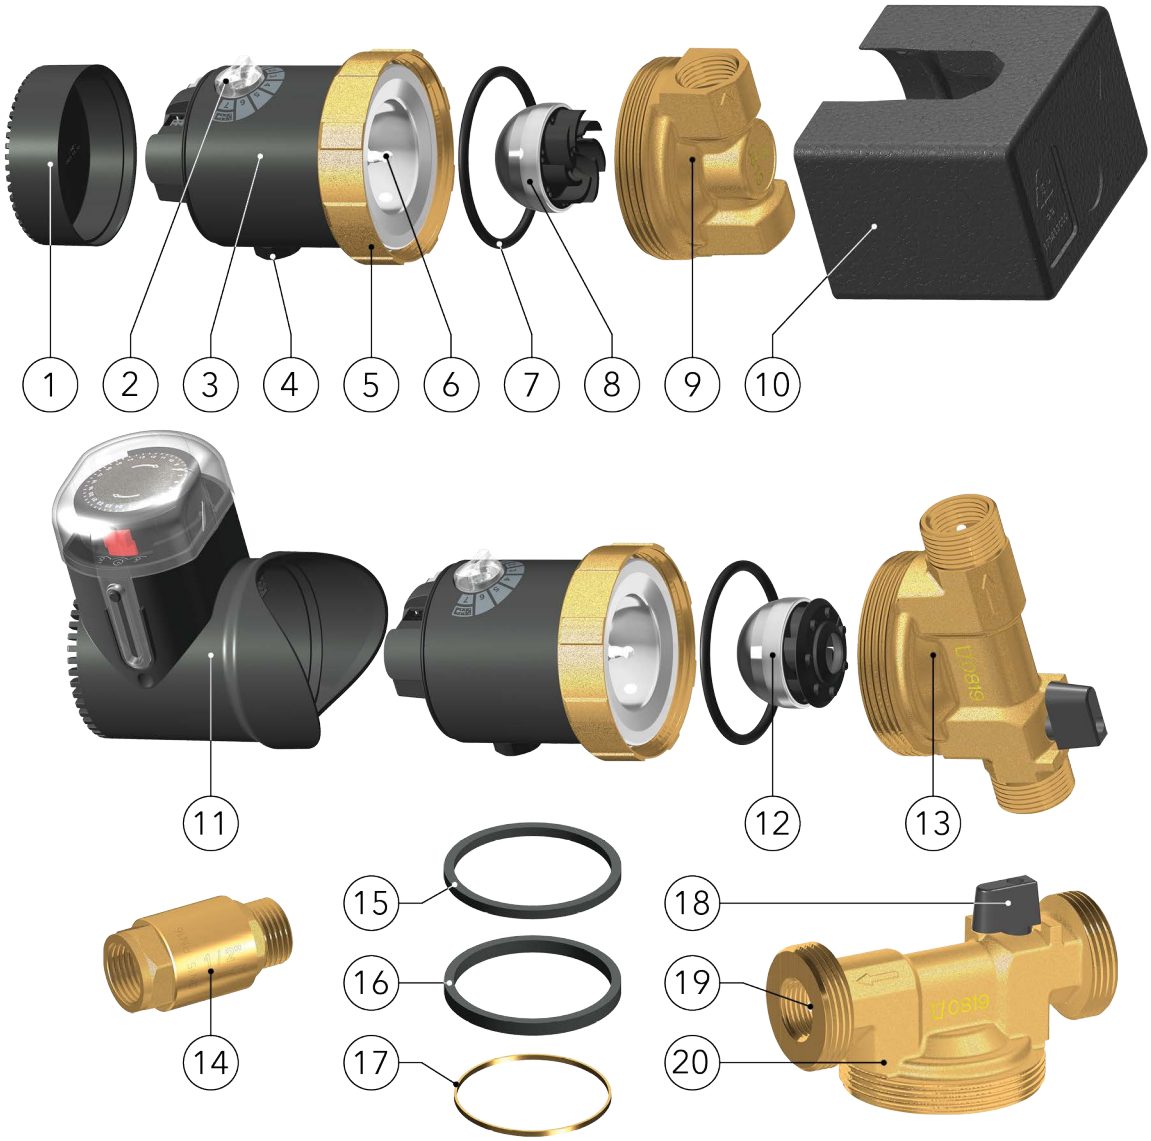

Abbildung 3
- Bei Einsatz von Pumpenmodellen mit Pumpengehäuse Code 65B (Artikel **9** in **Abb. 3**), verwenden Sie das in der Verpackung befindliche G1/2 Rückschlagventil (Artikel **14** in **Abbildung 3**). Dadurch wird verhindert, dass beim Öffnen einer Armatur Wasser rückwärts durch die Pumpe fließt und Schäden verursacht.
- Pumpen mit Pumpengehäuse Code 110MB (Artikel **13** in **Abb. 3**) und Code 110LB (Artikel **20** in **Abb. 3**) enthalten bereits ein eingebautes Rückschlagventil (Artikel **19** in **Abb. 3**) und ein Kugelabsperrventil (Art. **18** in **Abb. 3**) in den Pumpengehäusen. (Das Rückschlagventil öffnet und schließt automatisch; das Kugelabsperrventil wird geschlossen, wenn sein Griff senkrecht zur Rohrleitungsrichtung steht).
- Bei geschlossenem Absperrventil auf der Saugseite der Pumpe und installiertem Rückschlagventil auf der Druckseite kann die Überwurfmutter (Art. **5** in **Abbildung 3**) gelöst werden, so dass der Pumpenmotor in die richtige Position gedreht oder sogar für Wartungsarbeiten entfernt werden kann, ohne das System vollständig entleeren zu müssen.